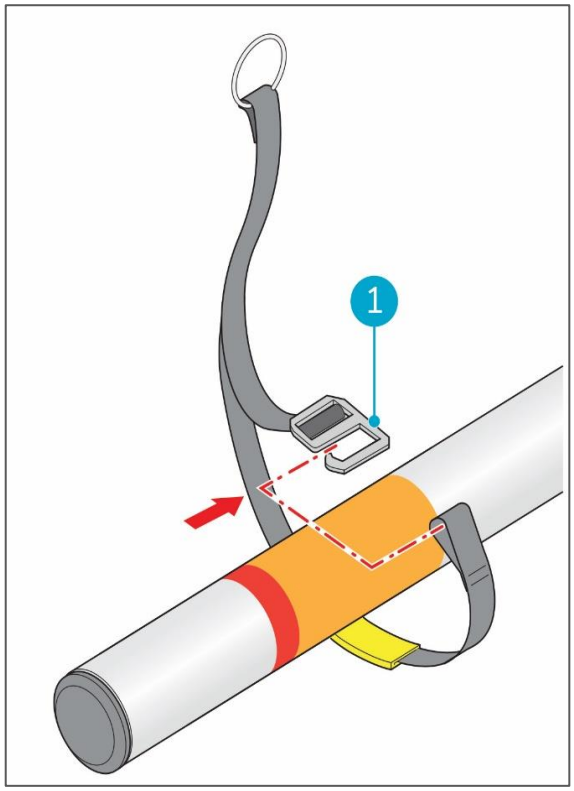

Abbildung 10
1. Befestigen Sie das Halteband am unteren Ende Ihrer Teleskopstange (Abbildung 10, Pos. 1).